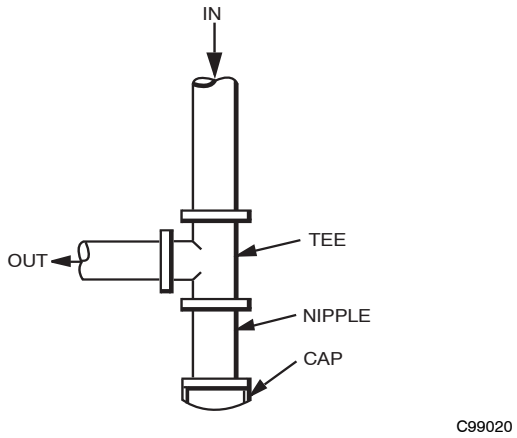

**Fig. 8 - Sediment Trap**
4. Install sediment trap in riser leading to heating section (See Fig. 8). This drip leg functions as a trap for dirt and condensate.